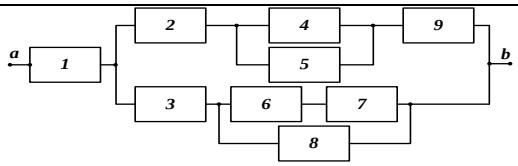

Рис. 6
12. Определить вероятность безотказной работы системы, НФС которой представлена на рис. 6. Все элементы системы равнонадежны, т.е. $p_1=p_2=.....=p_8=p_9=0,9$.